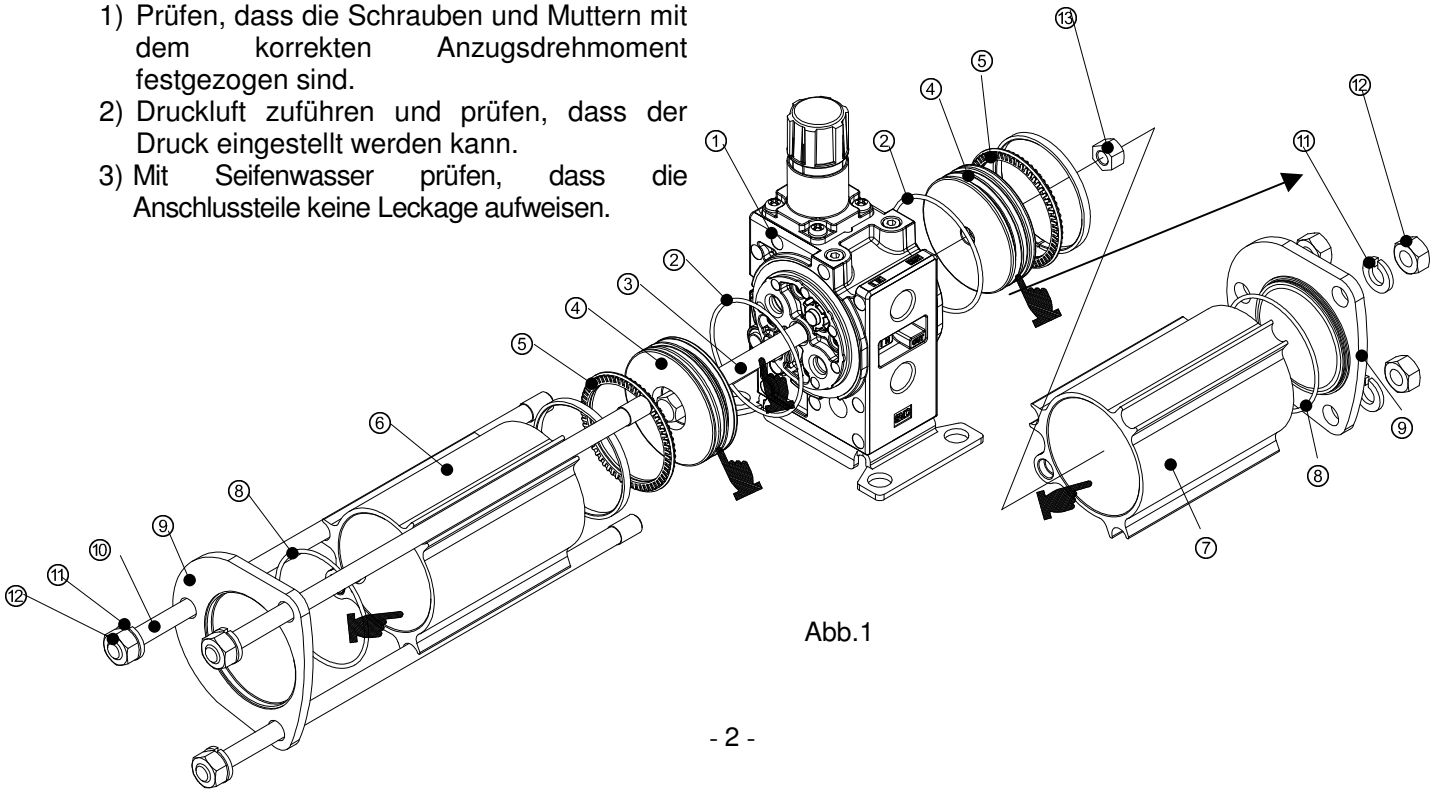

Abb.1
1) Auf alle mit ☛ in Abb. 1 markierten Teile Schmiermittel auftragen.
2) Die Kolbenstange ③ durch das Gehäuse ① schieben und den Kolben ④ montieren.
3) Einen Tropfen Loctite auf das Gewinde der Kolbenmutter ⑬ auftragen und mit dem Steckschlüssel festziehen (Anzugsdrehmoment 6.3 Nm). **Bei einer korrekten Montage ist der Kolben nicht starr fixiert, sondern winkelbeweglich. Das erforderliche Anzugsdrehmoment nicht überschreiten.**
4) Die O-Ringe ② auf der rechten und linken Seite des Gehäuses montieren und die Zylinderrohre ⑥ und ⑦ montieren. **Bitte beachten: Die Zylinderrohre der rechten und linken Seite sind unterschiedlich.**
5) Die O-Ringe ⑧ an den Seitenabdeckungen ⑨ montieren und die Seitenabdeckungen auf der rechten und linken Seite der Zylinderrohre ⑥ und ⑦ montieren.
6) Die drei Zuganker ⑩ hindurchschieben und mit den Sechskantmuttern ⑫ und Federscheiben ⑪ festziehen (Anzugsdrehmoment 12.3 Nm).